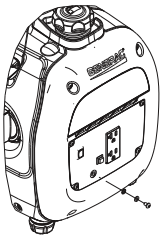

Figure 3-1.Grounding the Generator
The generator is equipped with an equipment ground connecting the generator frame and the ground terminals on the AC output receptacles (see NEC 250.34 (A). This allows the generator to be used as a portable without grounding the frame of the generator as specified in NEC 250.34. See ***Figure 3-1***.